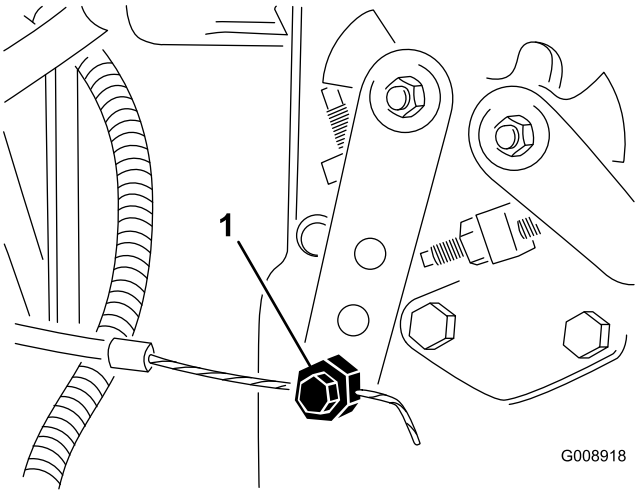

Figur 71
2. Løsn gaskabelforbindelsesdelen på indsprøjtningspumpens løftearm (Figur 71).